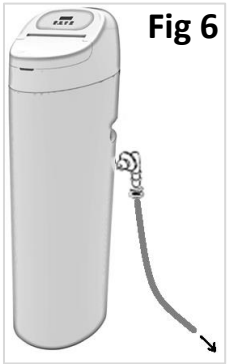

Fig 6
- **Fixation du tube de débordement:** Si le raccord de débordement ne soit pas déjà attaché à l'armoire, percez un trou de ¾ po sur le côté de l'armoire environ ¾ de la distance du fond **(fig 6)**. Insérez le raccord de débordement de l'extérieur et serrer l'écrou de l'intérieur pour la verrouiller en place.